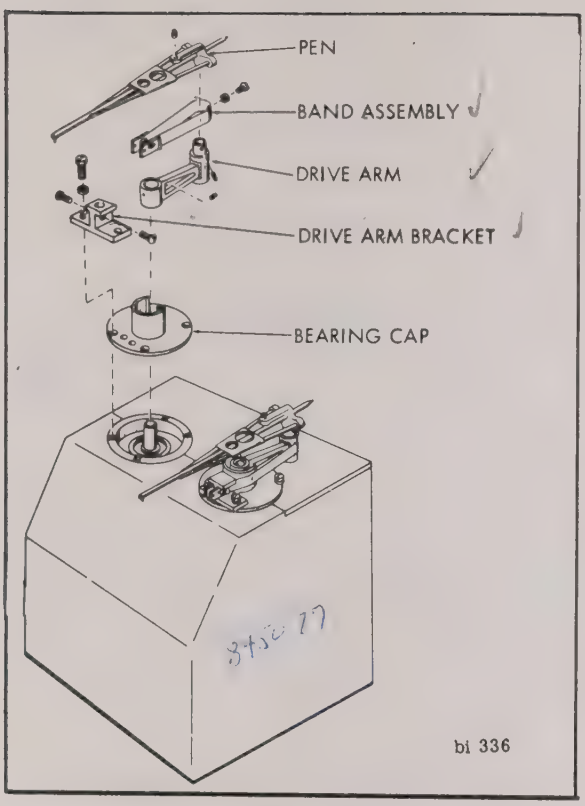

FIGURE 6-14 PENMOTOR PARTIAL EXPLODED VIEW
2. Remove screw and washer securing band assembly to drive arm (Fig. 6-14).